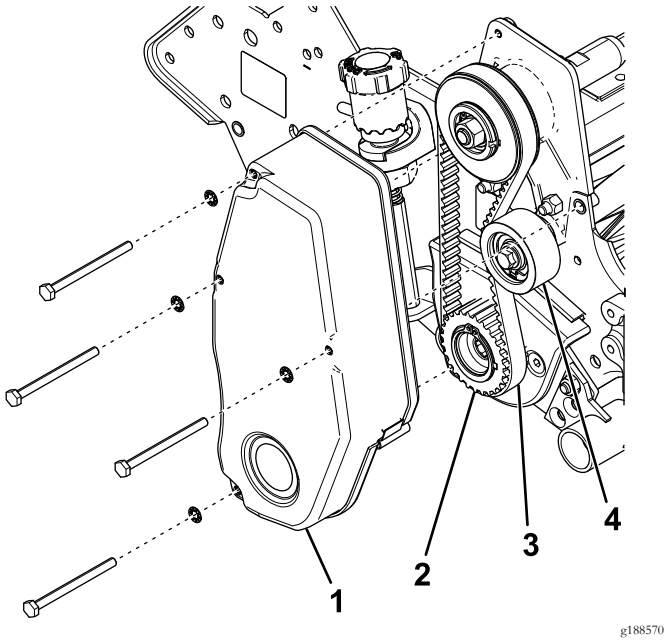

Bild 12
4. Befestigen Sie die Antriebsscheibe an der Spindelwelle (Bild 12).
7. Befestigen Sie die Abdeckung des Spindeltreibriemens an der Seitenplatte (Bild 12).